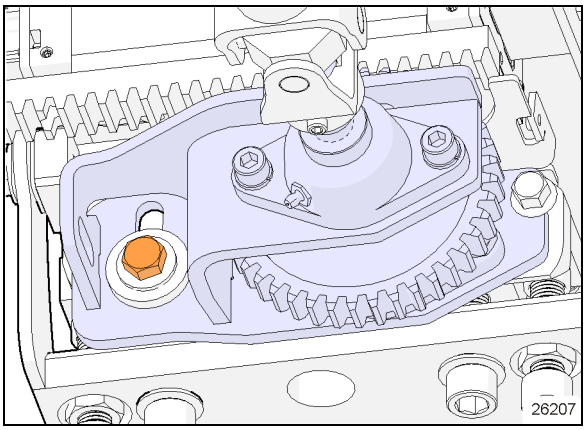

FIGURE 35: REMOVE TENSION. SLIGHTLY UNSCREW.
1. Slightly unscrew the slot screw to remove tension as shown in Figure 35
5. Unscrew and remove the top pillow block mounting screws (7). Keep hardware.
6. Pull shaft (1) out
7. Remove old pinion gear (3). If key is damaged, replace with new.
8. On shaft (1), install thrust bushing (6), key (5), new pinion (3) and thrust washers (4).
9. Push shaft through bottom locking collar (2) and bottom pillow bearing until the shaft end contacts the bottom mounting plate.
10. Maintain shaft in contact with plate and lock bottom collar (2).
11. Using a drift and hammer, tension the eccentric locking collar (2) by means of one or two strong blows. There is a cavity on the collar made for that purpose.
15. On the pinion assembly, tighten screw (Figure 35) to: **198 lb-ft (268 Nm)**